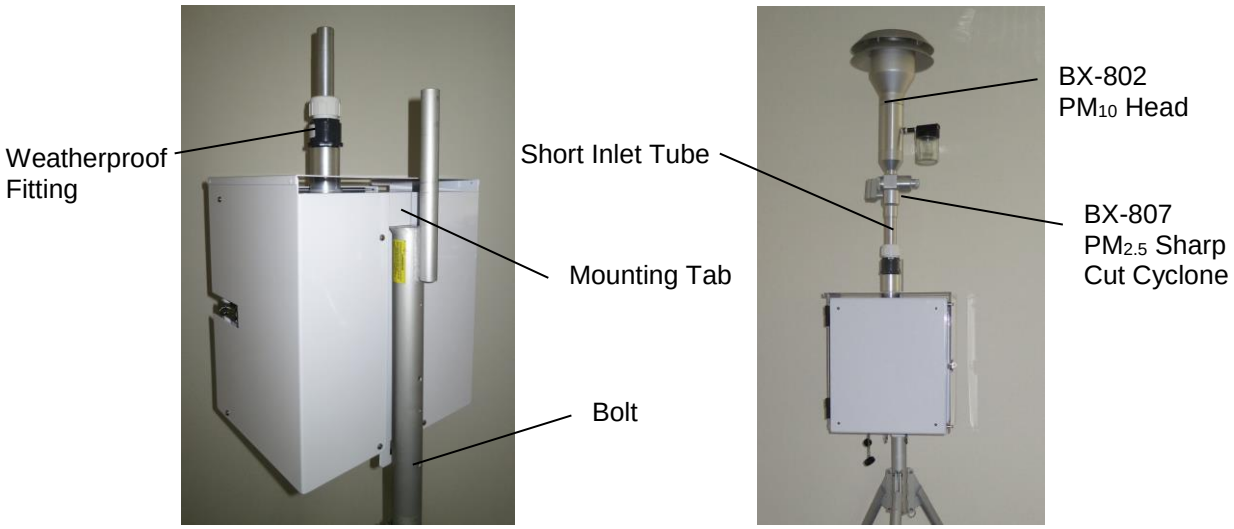

Figure 2-2 Tripod Mounting of the E-BAM PLUS
2. **Install the E-BAM PLUS onto the tripod:** Lift the E-BAM PLUS assembly and slide the slot on the back of the E-BAM PLUS over the tab on the top of the tripod. Insert the supplied ¼-20 bolt through the tab on the bottom of the E-BAM PLUS and through the hole in the body of the tripod (see Figure 2-2). Secure it with the supplied washers and nut. This prevents the E-BAM PLUS from shifting on the tripod.
3. **Install the inlet components:** Loosen the weatherproof fitting on top of the E-BAM PLUS and insert the short inlet tube into the top of the unit. The tube must go through the fitting and through two O-rings in the top of the E-BAM PLUS. *Make sure the tube is fully seated* by rotating it back and forth. Tighten the weatherproof fitting to secure the inlet tube. For PM_{10} monitoring, install the BX-802 PM_{10} inlet directly onto the top of the short inlet tube. *If a BX-807 cyclone is to be used for $PM_{2.5}$ monitoring, it must be installed under the PM_{10} head as shown in Figure 2-2*. Lubricate the O-rings as necessary.